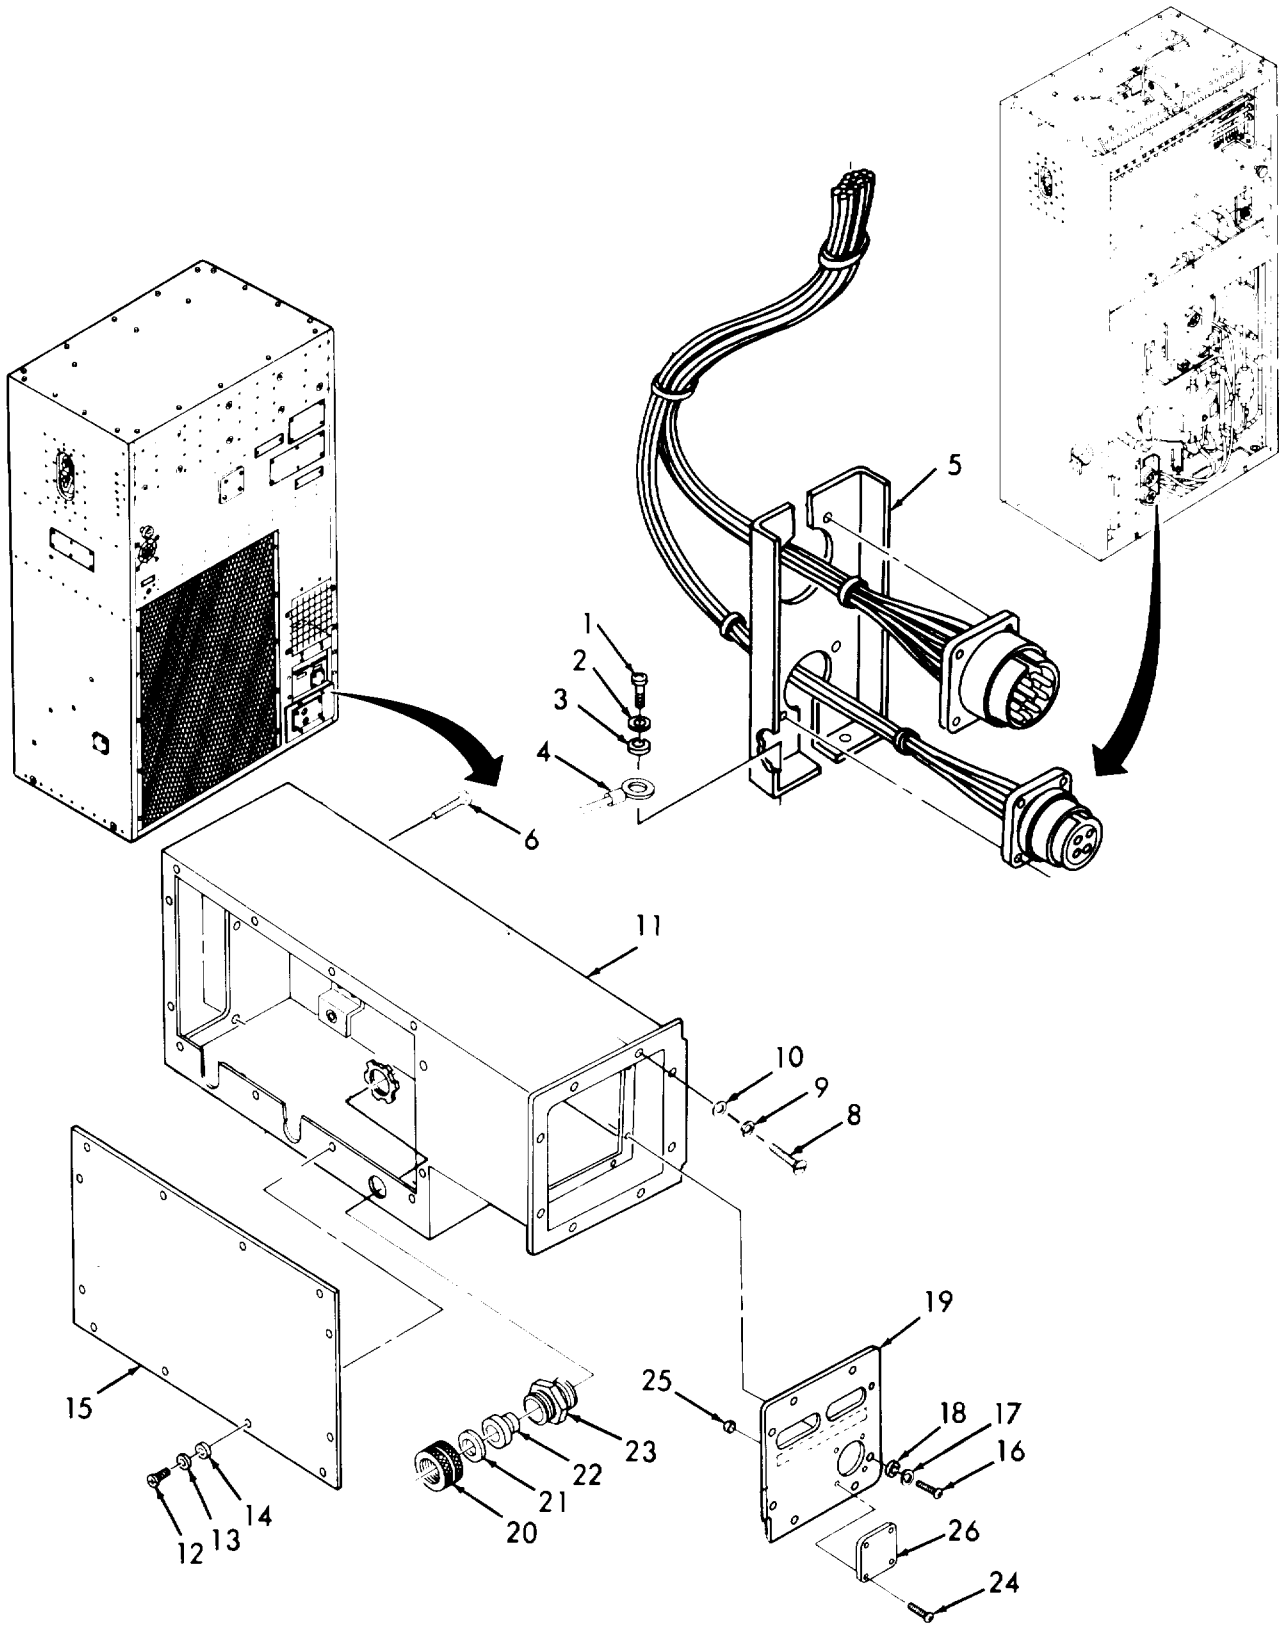

Figure 4-3. Relocation of J1 to Rear Location.
(6) Perform the following steps for relocating connector J1 to the rear alternate connector location. (Refer to Figure 4-3.)